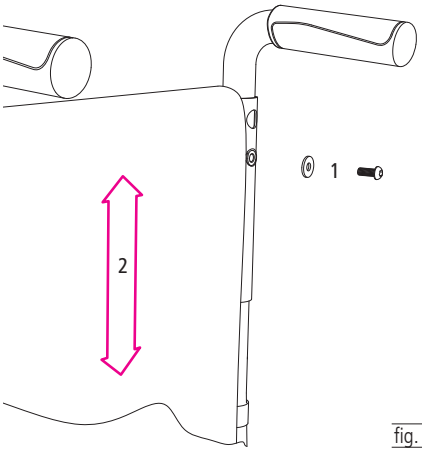

fig. 46
1. Allentare a tale scopo la vite a brugola (1, fig. 46) sul tubo superiore dello schienale (o la vite con traversino della regolazione in altezza in caso di manopole di spinta regolabili).
2. Portare il cuscino dello schienale nella posizione desiderata (2, fig. 46) e a seguire reinserire la vite.